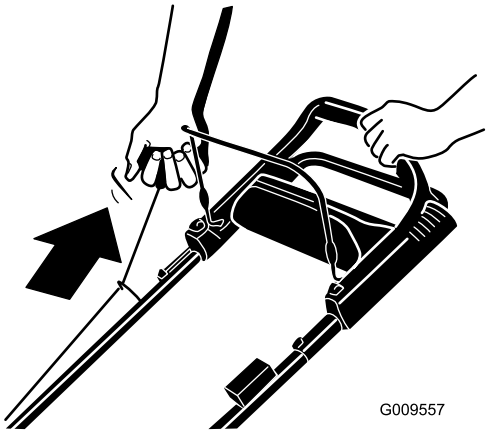

Figura 12
2. Tire suavemente del arrancador hasta que note resistencia, luego tire con fuerza (Figura 12). Deje que la cuerda vuelva lentamente al manillar.